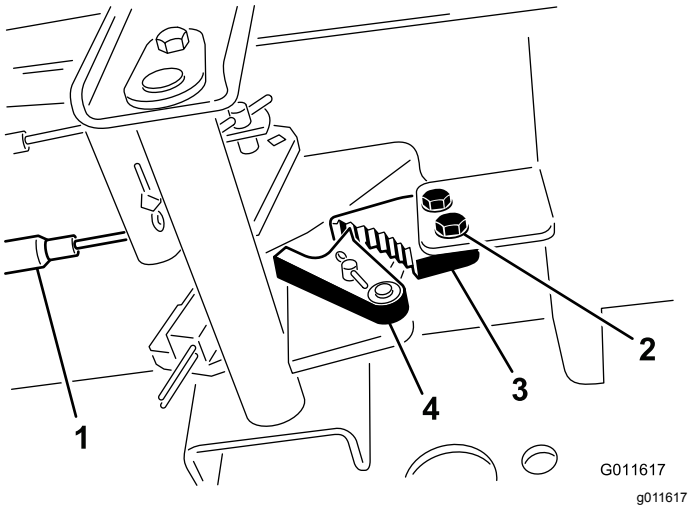

Figuur 88
1. Draai de 2 schroeven los waarmee de pal van de parkeerrem is bevestigd aan het frame (Figuur 88).
2. Trap het pedaal van het parkeerrem naar voren totdat de remvergrendeling de rempal geheel vastgrijpt (Figuur 88).